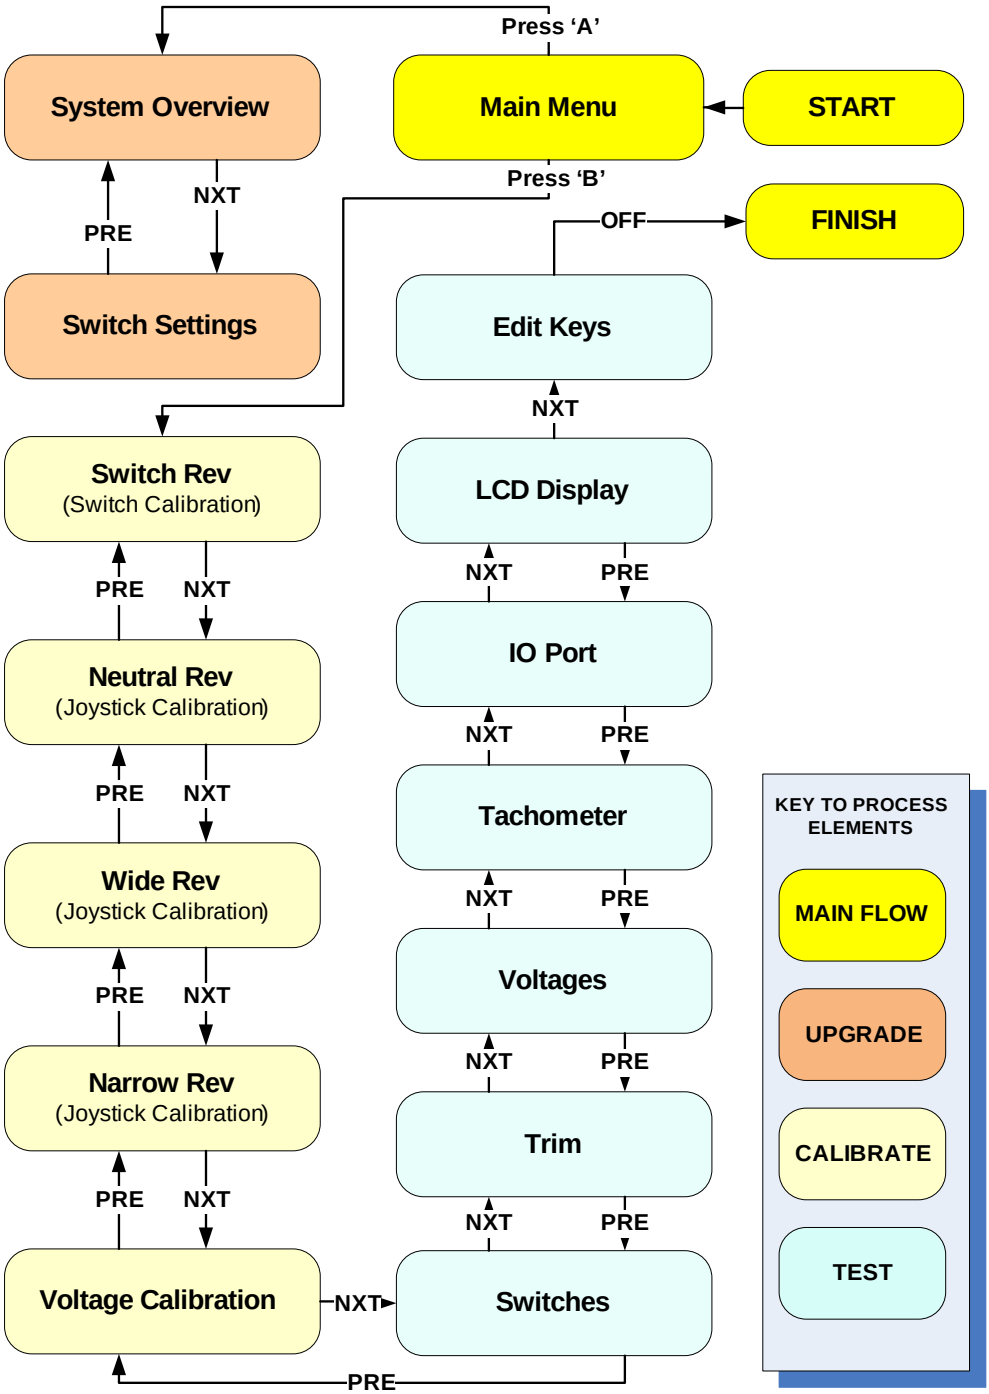

Figure 75 Overview Flowchart for Futaba 9Z Service and Test Menus
4. Turn on the 9Z transmitter and the first service menu item (Main Menu) is displayed on the LCD (see Figure 75)
The overall flowchart for cycling through the menus is shown in Figure 75. Note that you will have to choose between the Service and Test Menu loop and the Upgrade Menu loop at the Main Menu. Once you have chosen you'll need to power off the transmitter if you wish to enter the other menu loop as there is no way to return to the Main Menu screen.